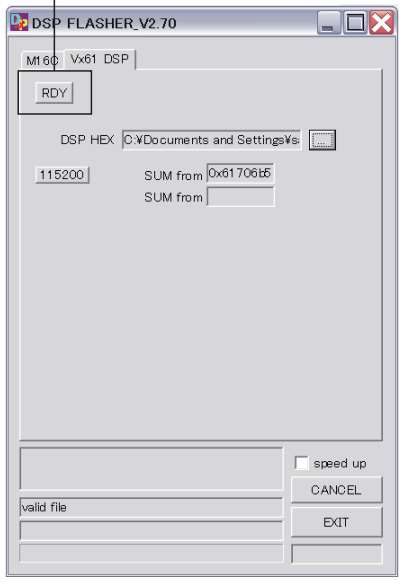

Fig. 12
12. Click [RDY]. (Fig. 12)
12.［RDY］をクリックします。（Fig. 12）